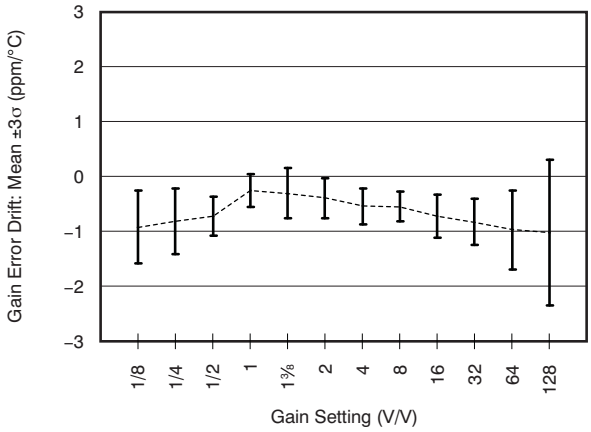

Figure 11. Gain-Error Drift Distribution vs Gain Setting (Mean With ±3 σ)
(5) Gains smaller than ½ are measured with smaller output swing.
(6) See Figure 11 for typical gain error drift of various gain settings.
(7) Only G = 1 is production tested.